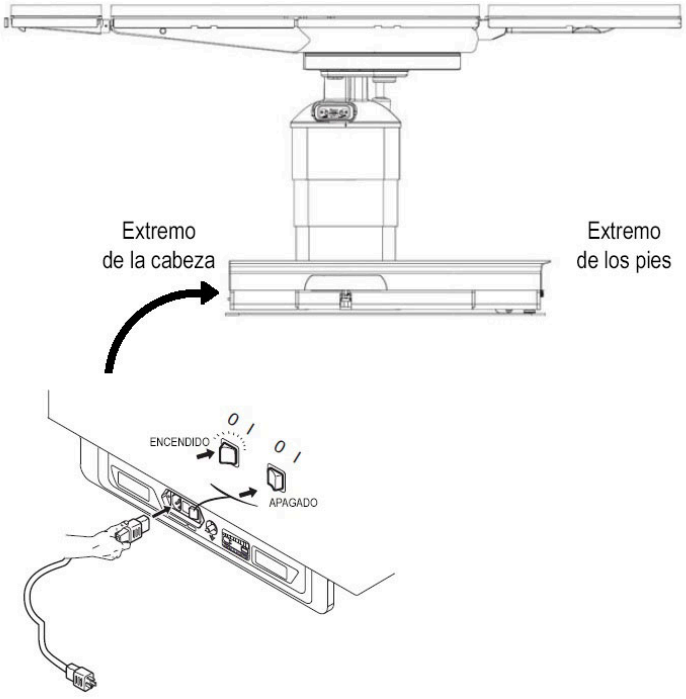

Figure 4-3. Conexión de la mesa a la alimentación de la instalación (típica)
2. **Conecte el cable de alimentación al enchufe apropiado en la base de la mesa (consulte *Figure 4-3*).**